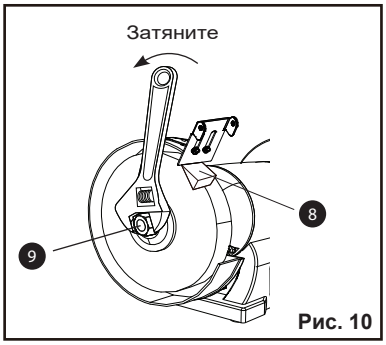

Рис. 10
8. Установите новое колесо и убедитесь, что оба фланца колеса (10) установлены на место вогнутыми сторонами к колесам.
9. Чтобы предотвратить вращение колеса, установите деревянный клин (8) (не входит в комплект поставки) между колесом и крышкой колеса, как показано на рис. 10.
10. Затяните шестигранную гайку (9) разводным ключом.